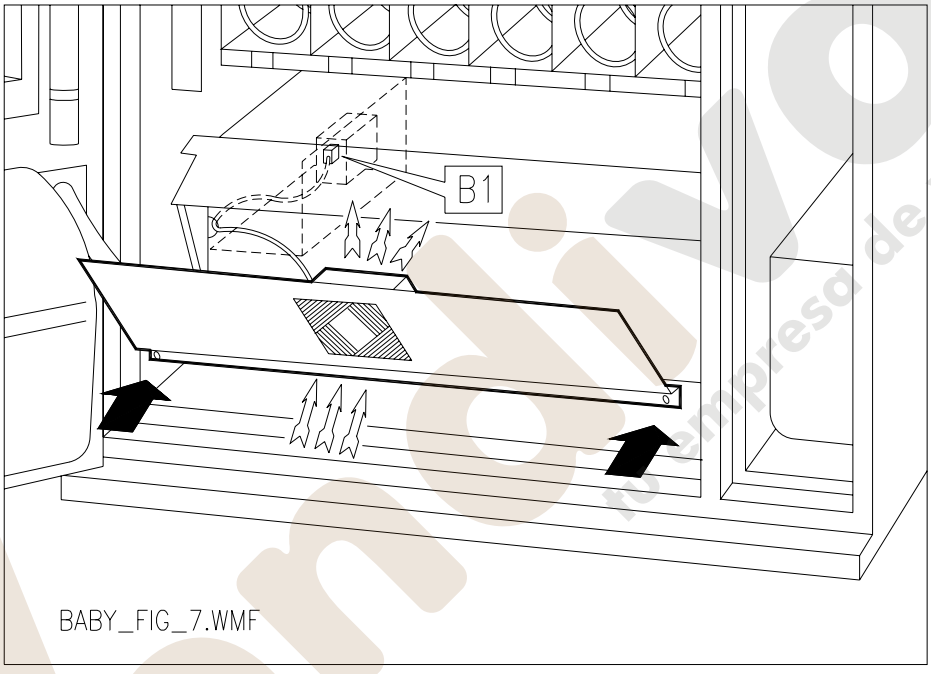

FIG. 9
7.7 MONTAJE VENTILADOR (FIG. 9 OPCIONAL)